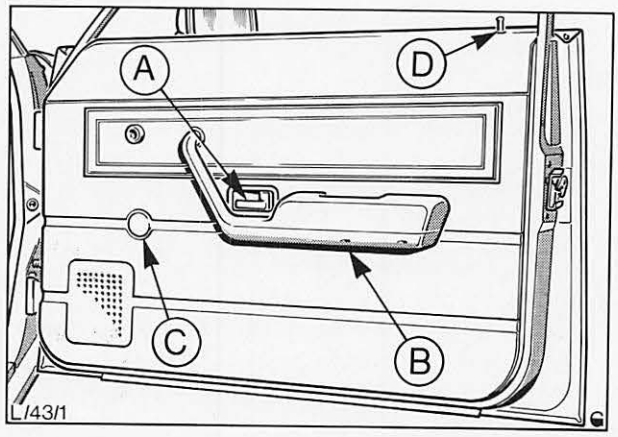

Abb. 5 Einzelteile – Türverkleidung
1. Türverkleidung abbauen, Abb. 5 (siehe Arbeitsposition 43 712).